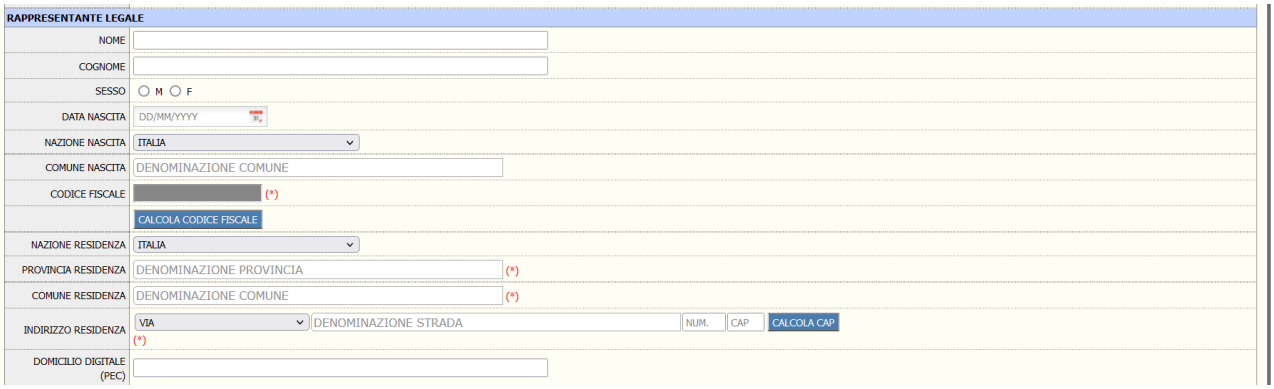

Figura 4.9: Dettaglio dei dati del rappresentante legale
N.B.: I dati del rappresentante legale in questa pagina NON sono obbligatori, e gli asterischi presenti indicano solo i dati che diventerebbero obbligatori qualora si inserissero i dati di un rappresentante legale (*Figura 4.9*).